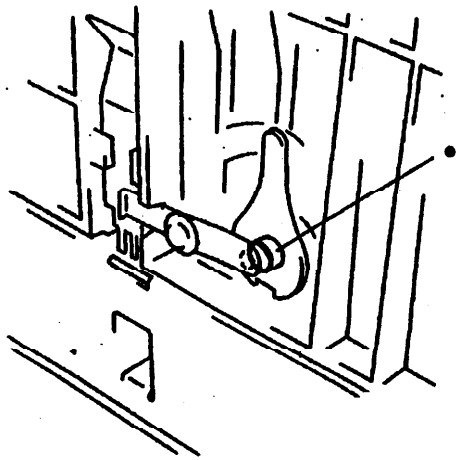

Рис. 3. Заземляющая пластина
8. Смажьте заземляющую пластину резинового прижимного ролика токопроводящей смазкой, номер по каталогу 070E00110 (Рис. 3).